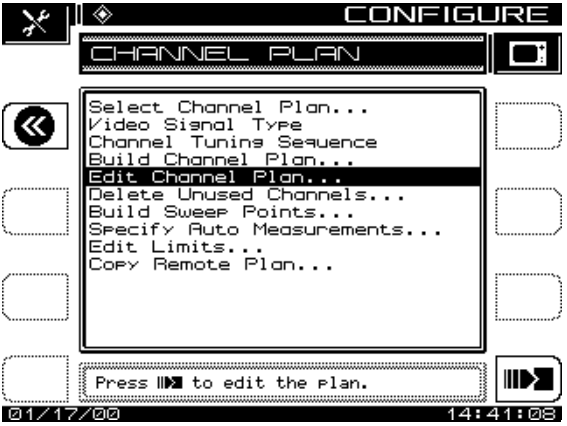

Fig. 14-5 The Channel Plan Main Menu
2. Press the ***Channel Plan*** soft key and select *Build Channel Plan* from the list (see Figure 14-5).